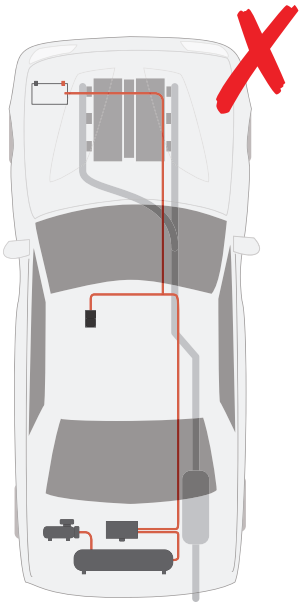

*fig. 2*
**NOTE** *Be sure to install all components as far as possible from any heat sources (figs. 2 and 3). Plan and prepare harness and air line routing thru the vehicle. Eliminate all sharp edges that could chafe. Use rubber grommets when passing through compartment walls.*